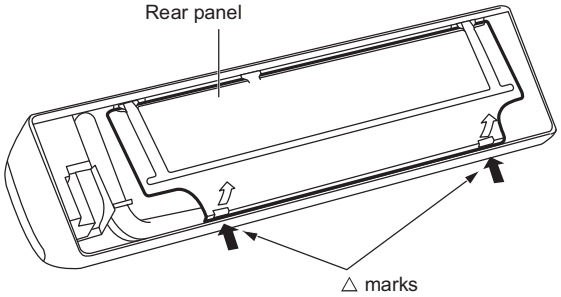

Fig. 1-55
(2) Press the 2 △ marks on the frame cover and disengage the stationary tabs from the frame. (Fig. 1-55)